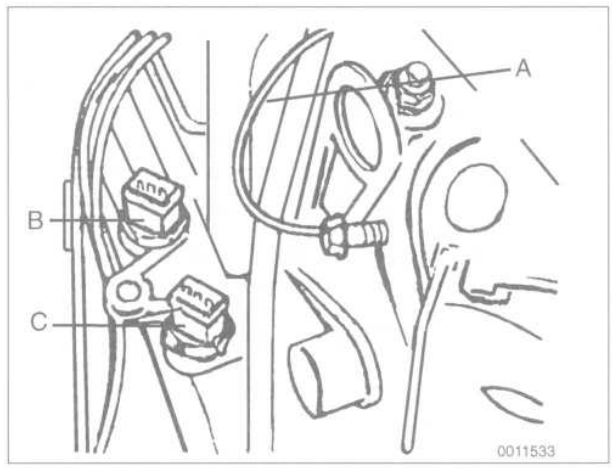

Fig. 32. Ground wire for ignition coils (**A**) and coolant temperature sensors (**B**, white connector, **C**, black connector).
17. Remove ground wire from engine lifting bracket and disconnect harness connectors from engine coolant temperature sensors at rear of engine. See Fig. 32.